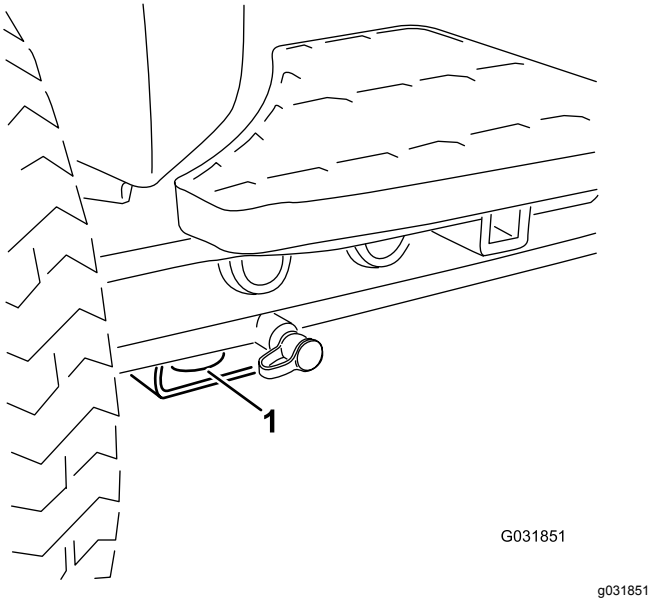

Figur 41
- For – hullet i den rektangulære plade, under akselrøret, indvendigt i forhold til hvert fordæk (Figur 41)